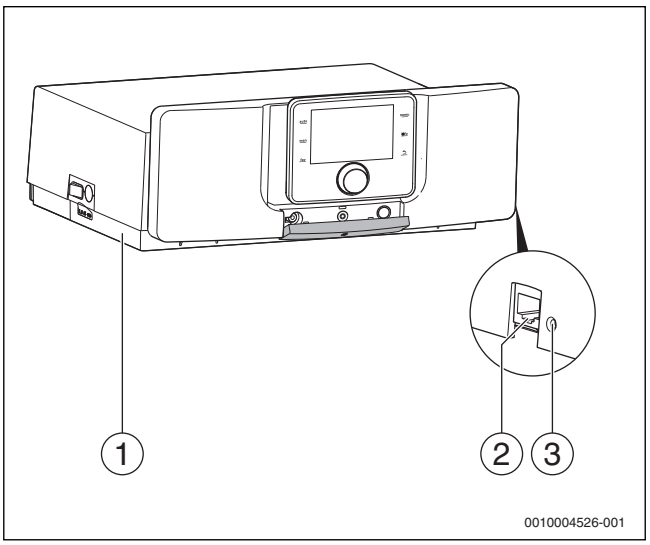

Bild 48 Anschlussmöglichkeit MX25 und IP-Modul
Beim ersten Starten der App müssen der voreingestellte Login-Name und das Passwort eingegeben werden. Die Login-Daten sind auf dem Typschild des IP-Moduls aufgedruckt, das sich an der Seite des Regelgeräts befindet (→ Bild 48, Seite 26).
- Taste **Reset** (→ Bild 48, Seite 26) mit einem geeigneten Gegenstand kurz drücken (z. B. Kugelschreiber).
- Taste **Reset** (→ Bild 48, Seite 26) mit einem geeigneten Gegenstand (z. B. Kugelschreiber) für mindestens 5 Sekunden gedrückt halten. Die werkseitig voreingestellten Login-Daten werden wieder hergestellt.